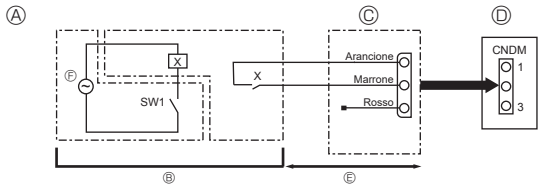

Fig. 8-1
8.1. Modalità bassa rumorosità (modifica in loco) (Fig. 8-1)